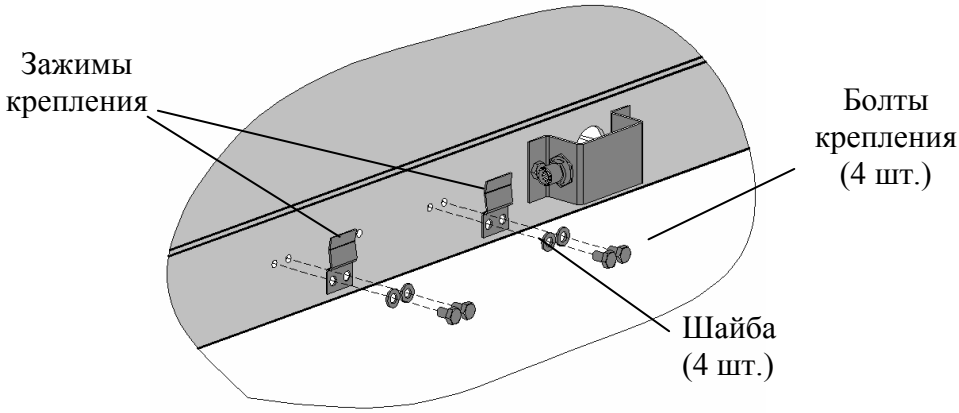

Рис. 4.2 - Монтаж зажимов крепления
4.1.4.1 Перед установкой на модуль взвешивающий приемопередатчика, необходимо произвести монтаж зажимов крепления, как показано на Рис. 4.2.